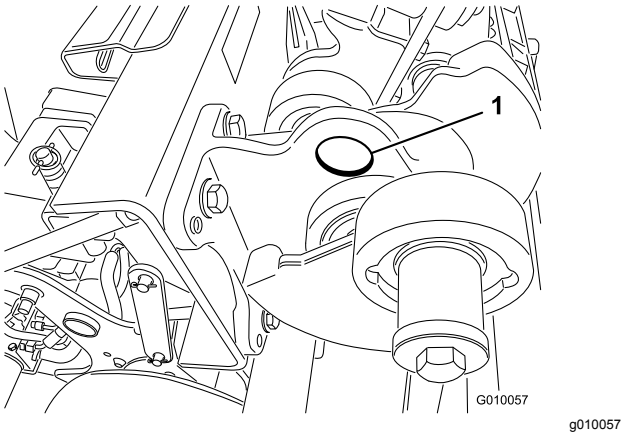

**Figur 43**
**Obs:** En upphissningsanordning kan användas, om en sådan finns tillgänglig, för att lyfta upp maskinens bakdel. Använd öglorna på luftarhuvudets lagerhus för att fästa upphissningsanordningen (Figur 43).